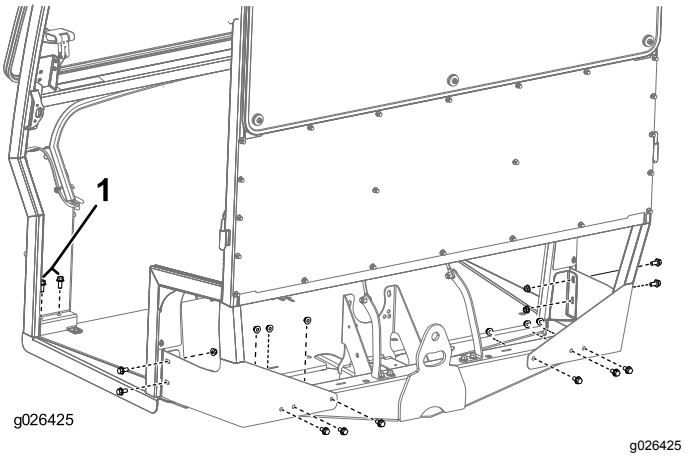

Figur 6
2. Fäst ramen vid maskinen med 10 skruvar (3/8 x 3/4 tum), 10 muttrar (3/8 tum) och 4 skruvar (3/8 x 7/8 tum) i enlighet med Figur 6.